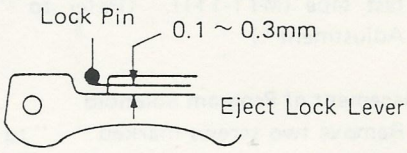

Figure 17
(2) After replacing the keep solenoid with a new one, install it in the reverse way to disassembly and adjust the mounting position of the eject lock lever as shown in Figure 17.